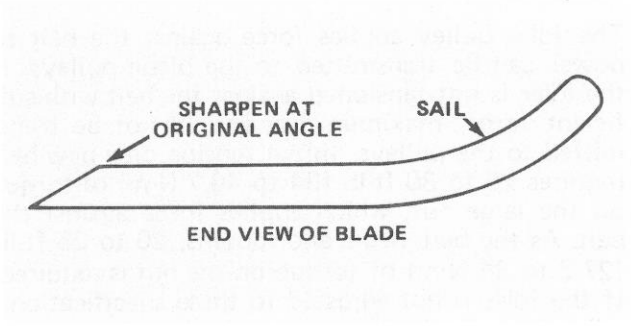

Figure 46
3. Inspect cutting edges of all blades. Sharpen the cutting edges if they are dull or nicked. Sharpen only the top side of the cutting edge and maintain the original cutting angle to make sure of sharpness (Fig. 46). The blade will remain balanced if same amount of metal is removed from both cutting edges.